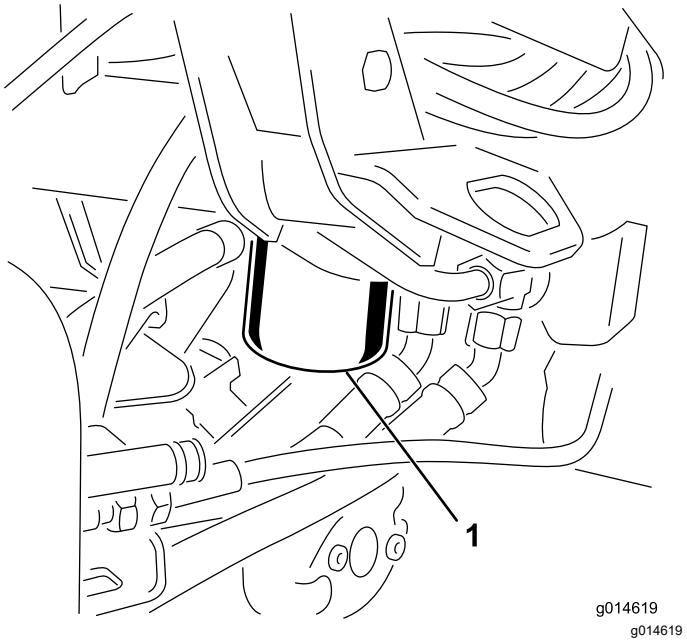

Figura 50
1. Pulite la superficie circostante il filtro (Figura 50). Collocate una bacinella di spurgo sotto il filtro e togliete il filtro.